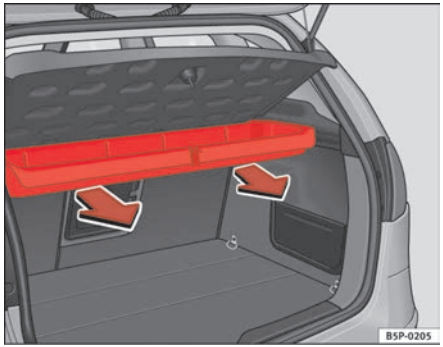

Fig. 124 Removing storage shelf
– Pull outwards until the compartment is freed from the pivot point ⇒ fig. 124.